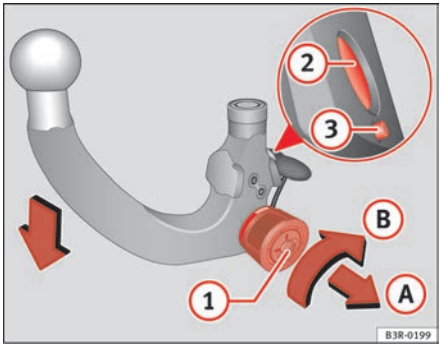

Fig. 160 Removable towing bracket: Setting the spring mechanism to the "ready" position
– Insert the key (1) ⇒ page 199, fig. 160 in the lock on the knob and turn it towards the red marking.
– Pull out the knob in direction (A), hold and turn in direction (B) until the locking pin (2) engages and the release pin (3) moves out visibly ⇒ ⚠.